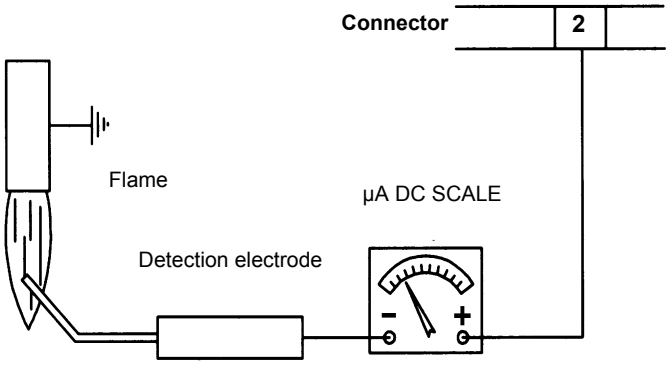

Fig. 65
- Check the ignition and detection electrodes, clean and adjust if necessary (see Fig. 66). In case of doubr, check the detection current according to the schemes in Fig. 65.
If the burner locks, execute the following inpesctions. To measure the detection signals refer to the diagrams in Fig. 65 . If the signal is less than the value shown, check the position of the detection electrode, the electrical contacts and if necessary replace the detection electrode.